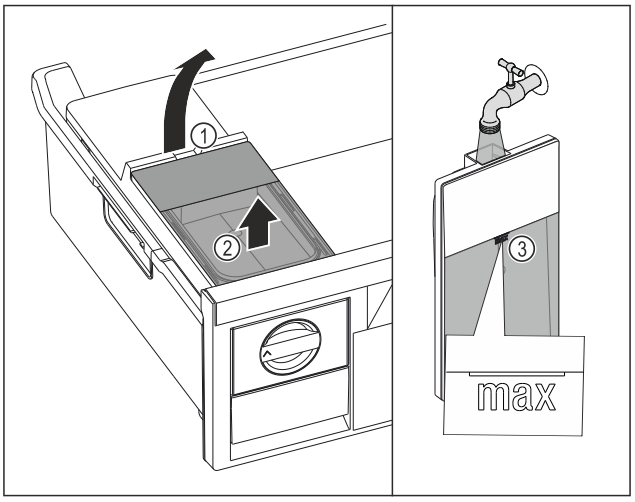

Fig. 123
▶ Zvedněte nádržku na vodu za vybrání *Fig. 123 (1)*.
▶ Vyjměte nádržku na vodu nahoru. *Fig. 123 (2)*
▶ Naplňte nádržku na vodu pitnou vodou až po značku *Fig. 123 (3)*.